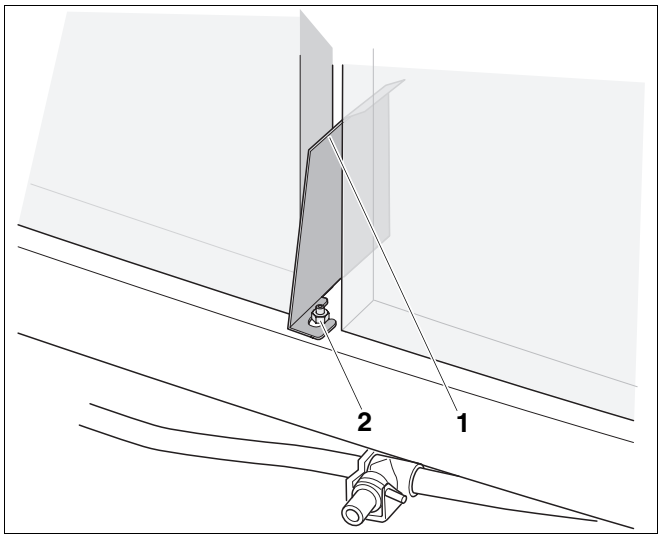

Afb. 60 Afscheidingsplaat monteren
- Monteer de vulringen en de bevestigingsmoeren - M6 (afb. 60, **pos. 2**) weer.
De bovenste omgeplooide zijde van de afscheidingsplaat (afb. 60, **pos. 1**) moet tegen de binnenkant van de afscheidingswand liggen die zich in de trekonderbreker bevindt en die onderaan geopend is.